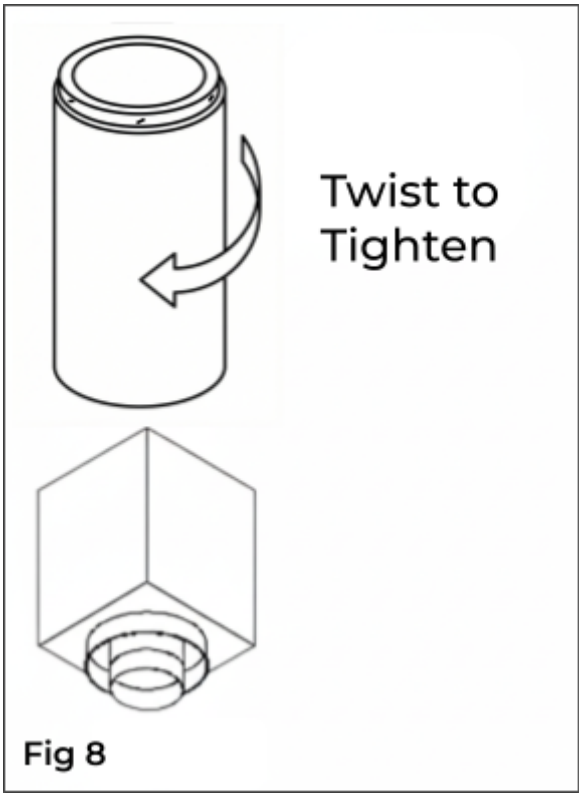

Fig 8
7. **Assemble Chimney Sections:** Lower the female end of the first Chimney Section in the Support Box (Fig 8). It will twist-lock clockwise onto the male end of